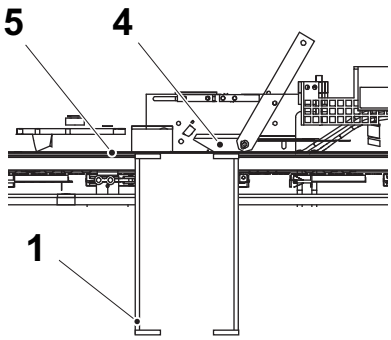

Figure 1
a) Make sure that the tray (1) is in pack position.
b) With the cylinder (2) in plus position, loosen the nut (3).
c) Adjust the bracket (4) to support the tray. The bracket (4) is to be align with the tray (1) and the side plate (5) according to figure 1.
d) Tighten the nut (3).
e) With the cylinder (2) in minus position, loosen the screws (6).
f) Set the distance A between the tray (1) and the bracket (4). Adjust the bracket (4) not to interfere with the moving tray (1).
g) Tighten the screws (6).